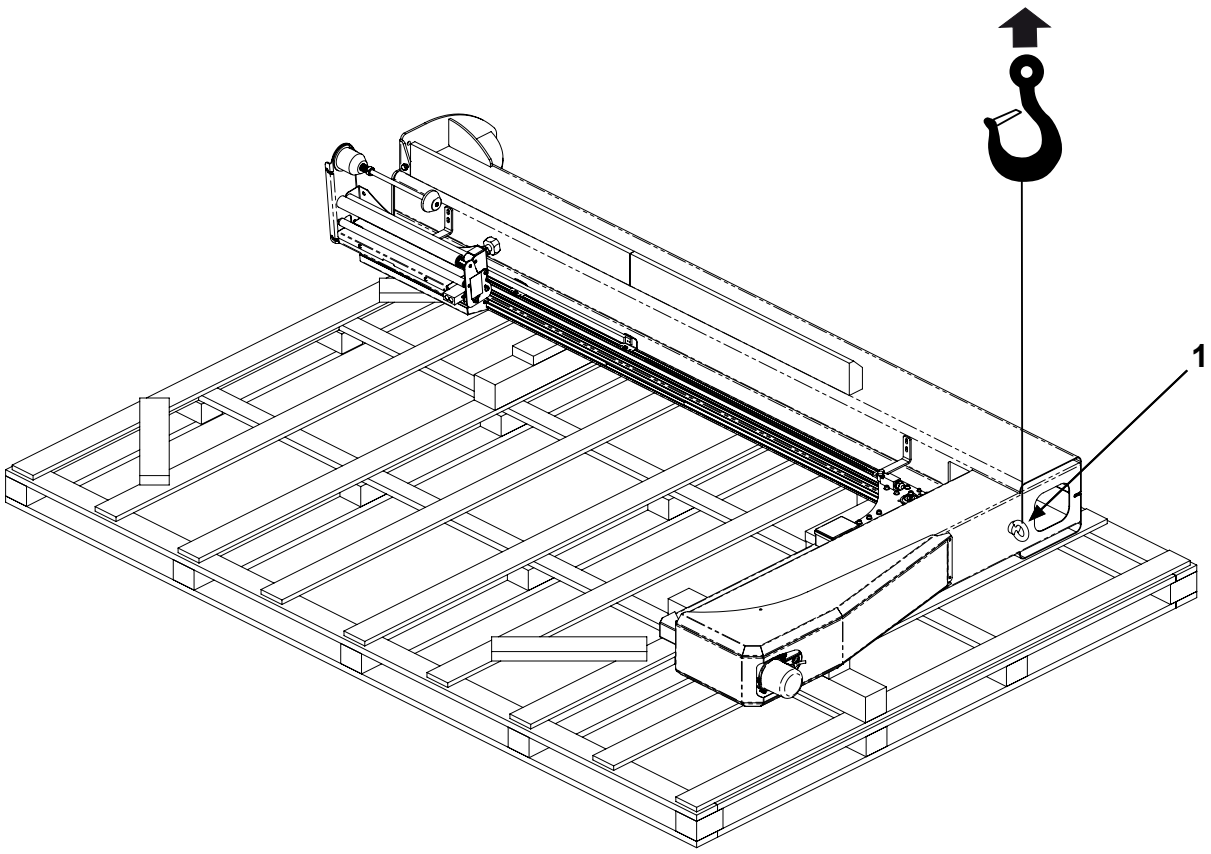

Fig. 4.3
- Sostenendo la macchina tramite il gancio di sollevamento, perforare il pavimento in corrispondenza dei fori passanti della piastra di fissaggio (Fig. 4.3.a).